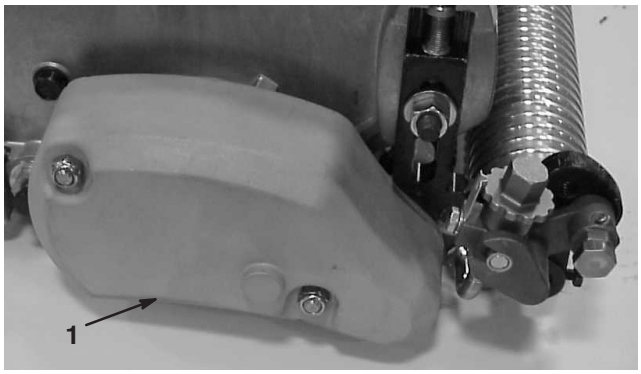

Figure 25
41. Mount cover to groomer housing assembly with (2) lock nuts (Fig. 25).